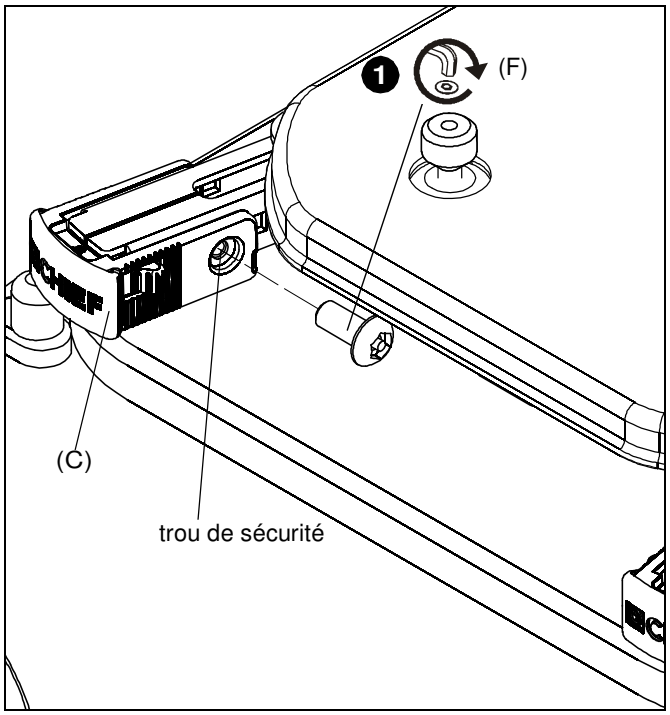

Figure 10
1. Installez les vis de sécurité à tête bouton #8-32 x 3/8" (F) dans les trous de sécurité des pieds du SSBU/SSMU. (Voir la Figure 10)